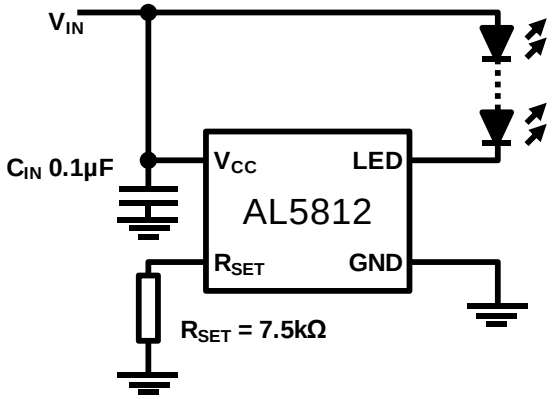
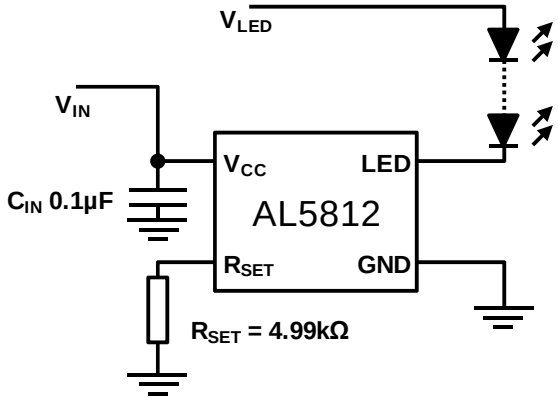
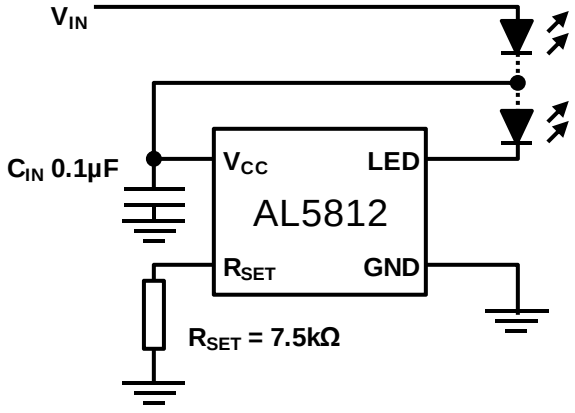

Figure 13 Low Side Current LED Setting
Figure 14 Low Side Drive – Separate Supplies
Figure 15 Low Side LED String Tapping
13. The AL5812 has its V_{CC} pin connected to its LED pin, which are connected to the positive input supply voltage. R_{SET} is connected to AL5812 GND pin, which is connected to the anode of the LED chain. This creates a high side driver of the LED chain. See Figure 15.
The AL5812 is a Linear LED driver and in normal operation has the LEDs connected to the same potential as its V_{CC} pin and regulates the LED current by sinking current into to its LED pin see Figure 13.
The AL5812 with its 60V capability on its supply pin, V_{CC}, and its LED drive pin allows it to operate from supply rails up to 60V and/or directly drive LED chains up to 60V as shown in Figures 13 and 14. The voltage applied to the V_{CC} pin can be greater or lower than the voltage applied to the LED string. Figure 14 shows where you might control it from a 5-V rail but power the rails from a 12V rail.
An extension of Figure 14 is to derive the power for the AL5812 from the LED chain itself see Figure 15. LED chains greater than 60V can be driven in this manner as long PWM dimming is not utilized.